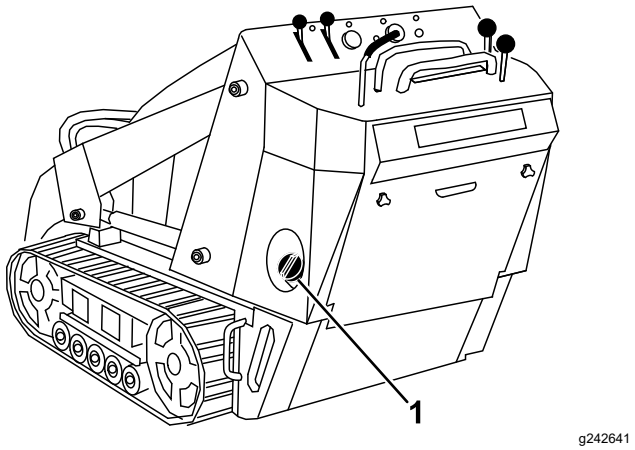

Figuur 14
3. Reinig de omgeving van de tankdop en verwijder deze (Figuur 14).